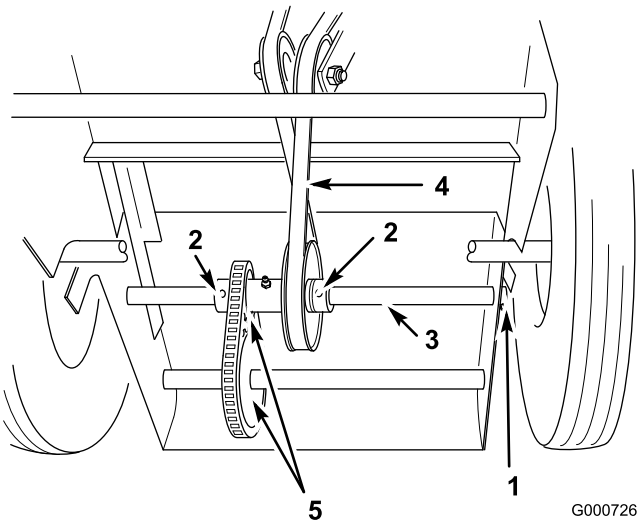

Figur 37
14. Fjern låseclipsen fra enden af traktionsdrivakslen, løsn sætskruen i hver muffe, og bank akslen længst til venstre så langt ind, at den nye rem kan monteres (Figur 37).
15. Monter remmen på drivremskiven (Figur 37).
Vigtigt: Remmen skal monteres som vist på Figur 37, da traktionsdrevet ellers vil løbe baglæns.
16. Før akslen tilbage til dens oprindelige position, fastgør mufferne med sætskruerne og akslen med låseclipsen (Figur 37).
17. Kontroller, at kædehjulene er justeret rigtigt (Figur 37).